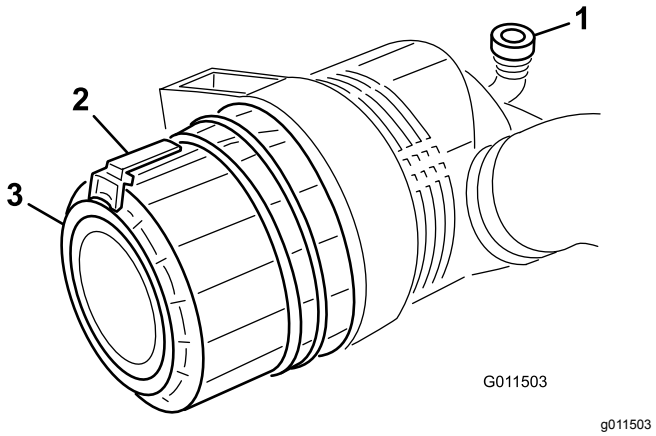

Figur 71
1. Dra ut spärrhaken och vrid luftrenarkåpan motsols (Figur 71).
7. Montera kåpan och placera gummiutloppsventilen (Figur 71) i nedåtläge – mellan ca klockan 5 och klockan 7 sett från änden. Sätt fast spärren.